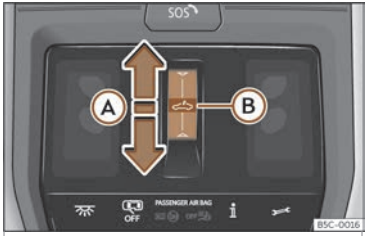

Fig. 89 No revestimento interior do teito:tecla do teito de vidro.
- Movemento automático: desliza o dedo cara atrás sobre a área funcional ›› fig. 89 Ⓐ.
- Antes de que transcorran aprox. 5 segundos dende a activación da función antiaprisionamento, deslice o dedo cara adiante sobre a área funcional ››› **fig. 89** Ⓐ e manteña premido ata que o teito se peche completamente.